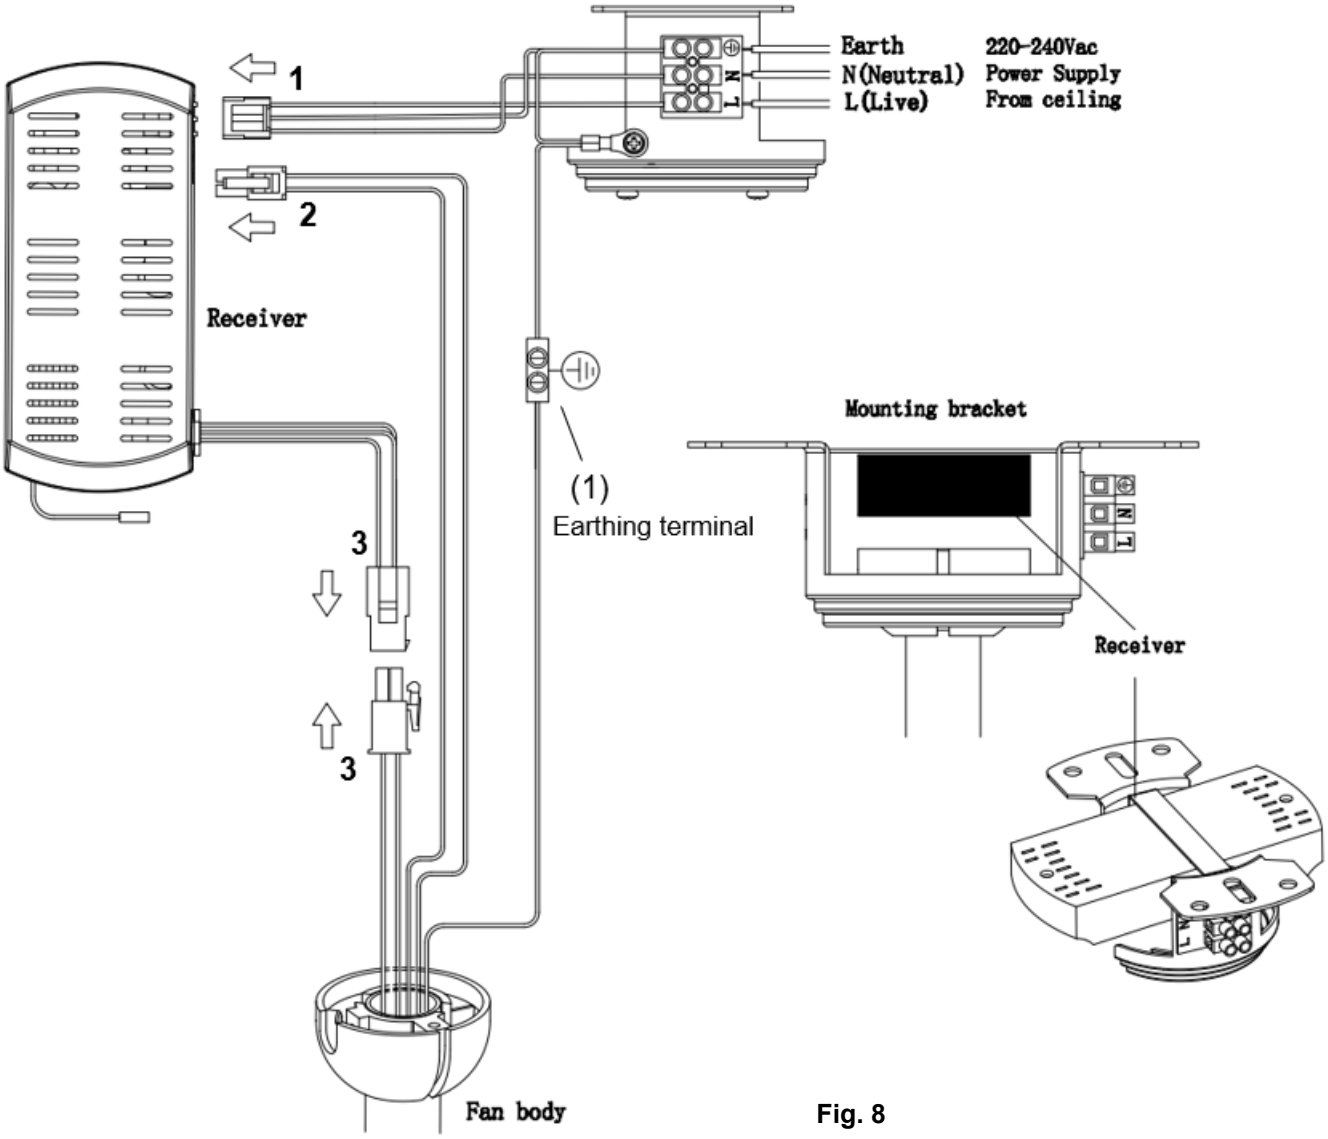

Fig. 8
PREPARE AND COMPLETE THE ELECTRICAL WIRING --- WIRING DIAGRAM (FIG. 8)
NOTE: Ensure the motor earth wire is connected to the single earthing terminal block "（1）" in the diagram below (Fig. 8).
From mains supply to mounting bracket terminal block: （Fig. 8）
From mounting bracket to receiver and motor : （Fig. 8）
4. Connect the earth wire from the fan assembly to the single earthing terminal block "1" in the diagram below. (Fig. 8)
5. Insert the supply wiring quick connector (1) from the mounting bracket to the fan receiver.
6. Insert the input wiring quick connector (2) from the fan assembly to the fan receiver.
7. Connect the input wires quick connector (3) from the fan receiver to the input wires quick connector (3) from the fan assembly.
Carefully insert the receiver above the hanger ball in the remainder spacing in the mounting bracket. Take care not to damage or loosen any of the wiring. (Fig.8)